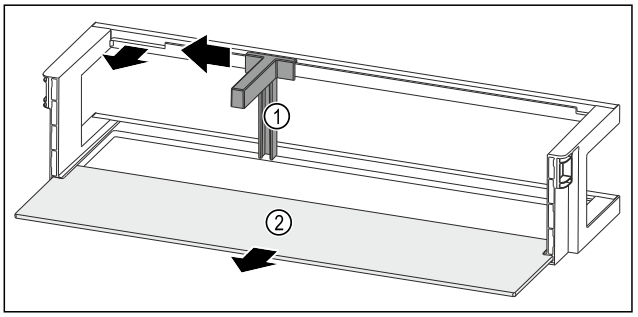

*Fig. 92 Door rack with bottle holder and shelf*
- ▶ Slide the bottle holder *Fig. 92 (1)* to the side as far as the recess.
- ▶ Remove the bottle holder *Fig. 92 (1)*.
- ▶ Remove the shelf *Fig. 92 (2)*.